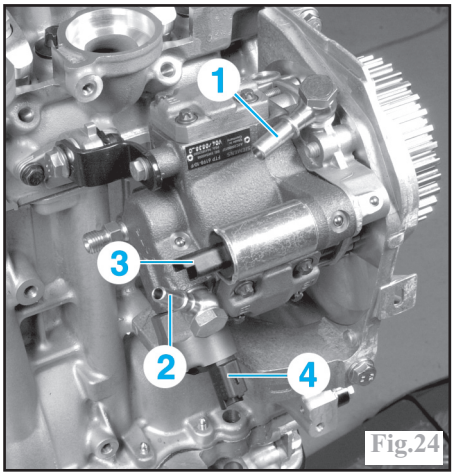

Fig.24
Décliper les tuyaux d'alimentation en combustible de la pompe (1) et (2) (Fig.24).